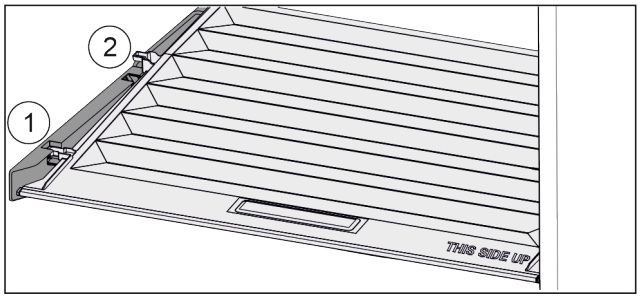

*Fig. 40*
▶ Tirer le couvercle vers l'avant jusque dans l'orifice des pièces de retenue *Fig. 40 (1)*.
▶ Le soulever par le bas à l'arrière et le sortir par le haut *Fig. 40 (2)*.